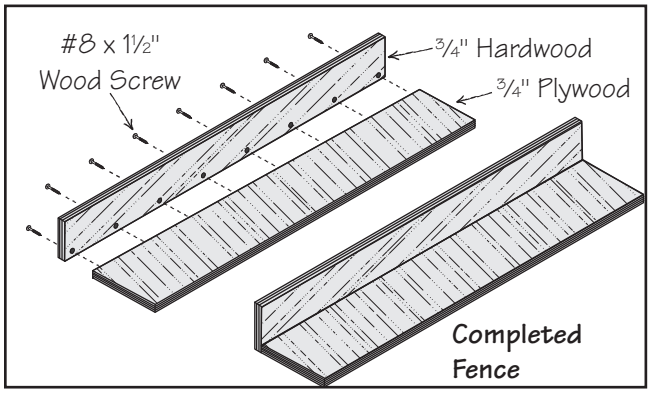

Figure 129. Location of pilot holes.
2. Pre-drill and countersink eight pilot holes ⅜" in from edge of 5¼" wide board, then secure boards together with eight #6 x 1½" wood screws, as shown in **Figure 129**.